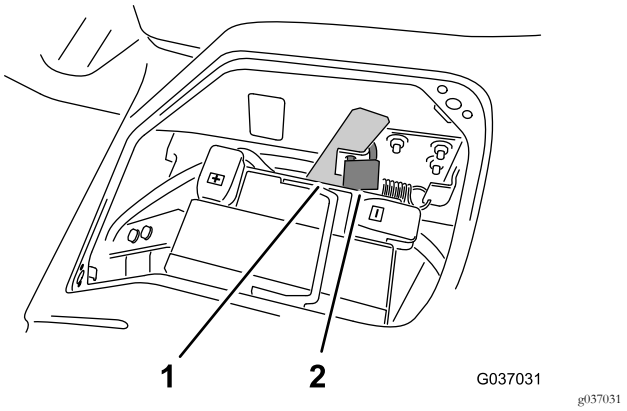

Bild 2
2. Nehmen Sie das Schloss ab (falls vorhanden), mit dem der Sperrriegelgriff der Plattform befestigt ist (Bild 2).